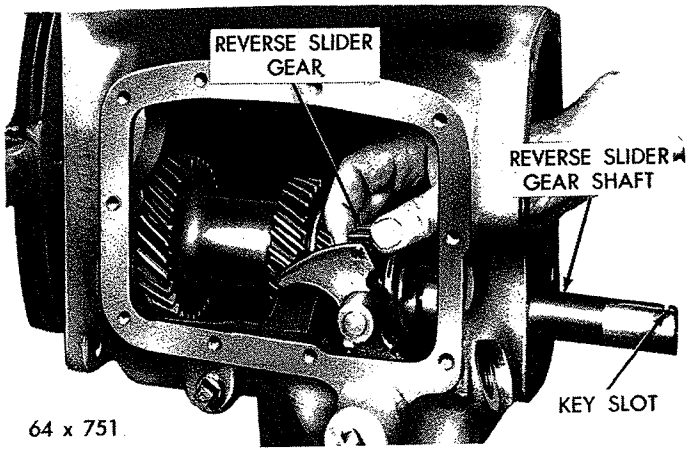
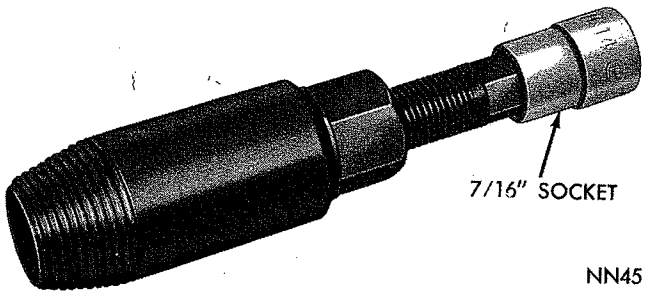
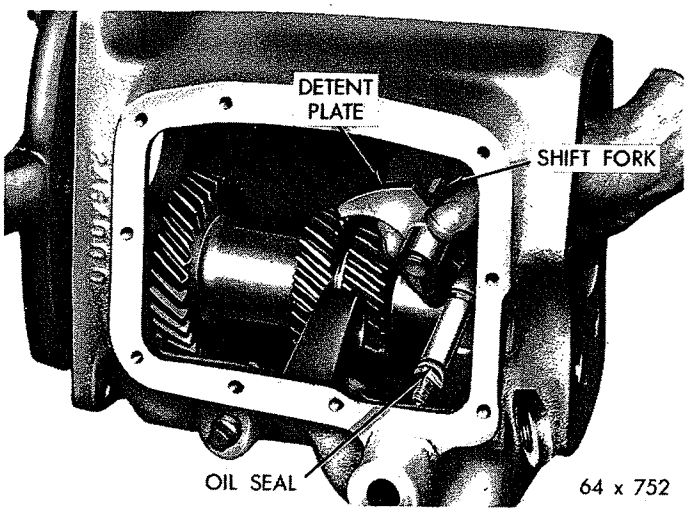

***Fig. 21—Removing or Installing Reverse Slider Gear***
*Fig. 22—Reverse Slider Gear Shaft Remover Tool*
*Fig. 23—Removing or Installing Reverse Shift Fork and Lever*
(2) The reverse slider gear shaft is a very tight fit in the case (Fig. 21). To remove, place a 7/16 socket (¼ or ⅜ inch drive) on the end of C-3638 Power Steering "Worm Shaft Seal Remover" or C-3642 "Pump Shaft Seal Remover" (Fig. 22).
(3) **Remove any burrs from shaft so as not to damage the case bore,** then carefully push reverse gearshift lever shaft inward and remove it from the case (Fig. 23). Lift out detent ball from bottom of the case. Remove shift fork from shaft and detent plate.
(1) Install a new oil seal on reverse gearshift lever shaft. Coat lever shaft with Multi-purpose grease, then carefully install lever shaft into bore in the case (Fig. 23). Install reverse fork in the lever. Fill recess next to the shaft with Multi-purpose grease, then install the operating lever (Fig. 7). Install a flatwasher, lockwasher and nut. Tighten nut securely.
(2) Install reverse shift detent ball and spring. Install reverse detent ball spring retainer gasket and retainer. Tighten securely.
(3) Place reverse slider gearshaft in position in end of the case, and drive it in far enough to position reverse slider gear on protruding end of shaft with shift slot toward the rear (Fig. 21). At same time, engage slot with the reverse shift fork.
(4) With reverse slider gear correctly positioned, drive reverse gear shaft into case far enough to install the woodruff key. Drive the shaft, flush with end of the case (Fig. 21).
(5) Install back-up light switch and gasket (if so equipped), and tighten securely.